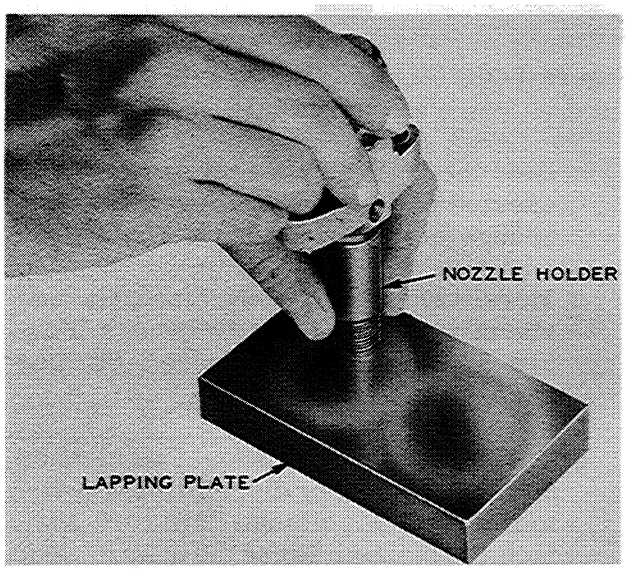

Figure I-38. Cleaning Nozzle Holder on Lapping Plate
2. The lapped surface on the end of the holder must be CLEANED on the Lapping Plate with clean mutton tallow, Figure I-38. DO NOT USE LAPPING COMPOUND. Follow the same instructions given for cleaning the nozzle body.